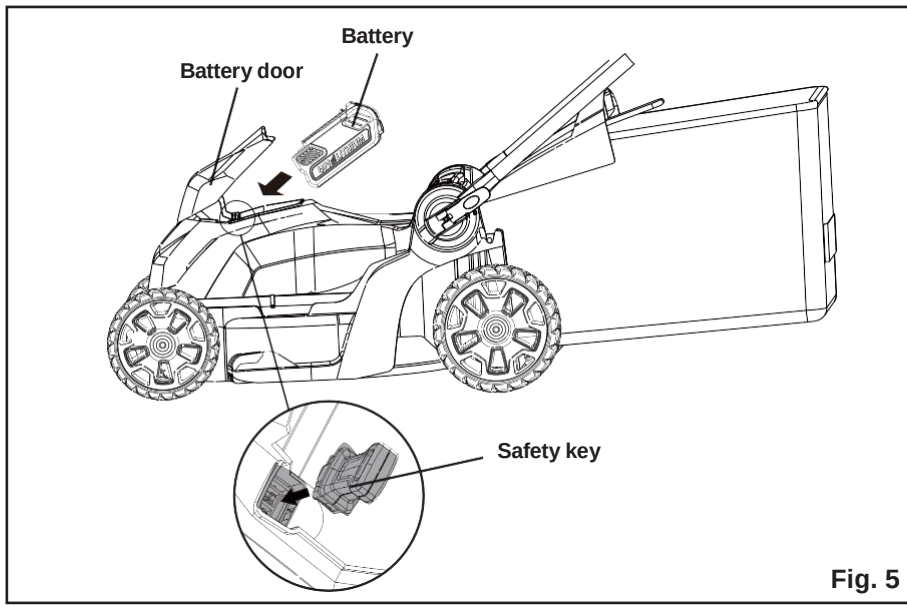

**Fig. 5**
**TO INSTALL BATTERY PACK** *(See Figure 5)*
**TO REMOVE BATTERY PACK** *(See Figure 5)*